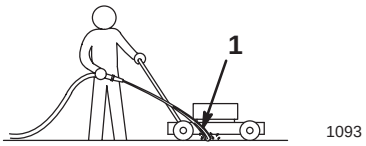

Bild 15
4. Halten Sie den Wasserschlauch auf Griffhöhe und lenken Sie den Wasserstrahl unmittelbar vor dem **rechten hinteren** Rad (Bild 15) auf den Boden.